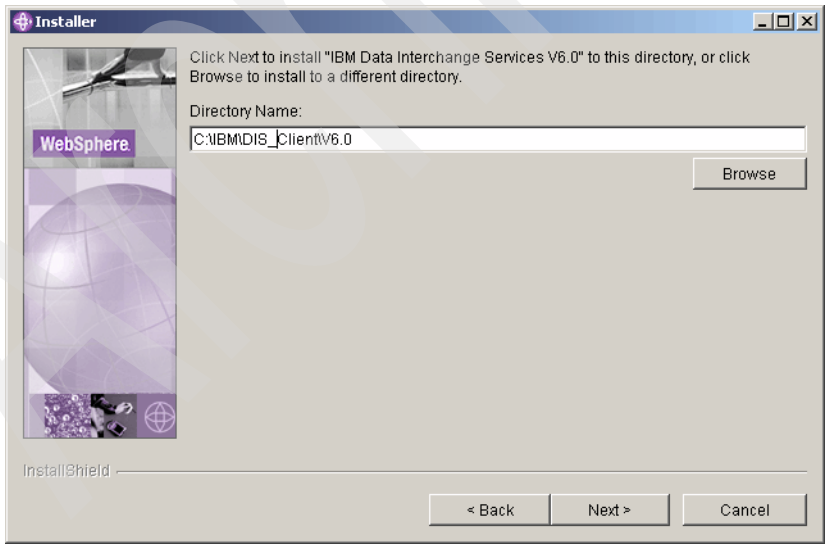

Figure 14-3 Select installation directory
4. Change the default installation directory (Figure 14-3) for the Data Interchange Services client to: